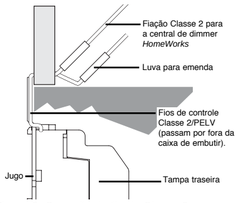

Figura 3: Conexão de fio de Classe 2
4. Prenda os fios roxo e cinza do controle com os fios Classe 2/PELV conectados ao HWI-H48. Use as luvas para emenda fornecidas (consulte a figura 3). Passe os fios Classe 2/PELV e as luvas para emenda pelo orifício na parede drywall. Isso garante a separação exigida pelo National Electrical Code®.